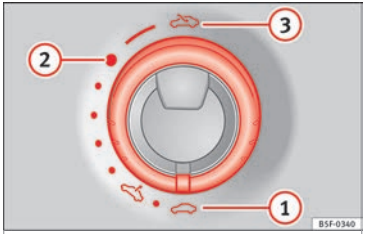

Fig. 11 In the interior roof: turn the knob to open and close
- Opening: Turn the switch to position ››› **Fig. 11** (3).
- Convenience position: Turn the switch to position ››› Fig. 11 ②.
- Closing: Turn the switch to position ››› Fig. 11 ①.